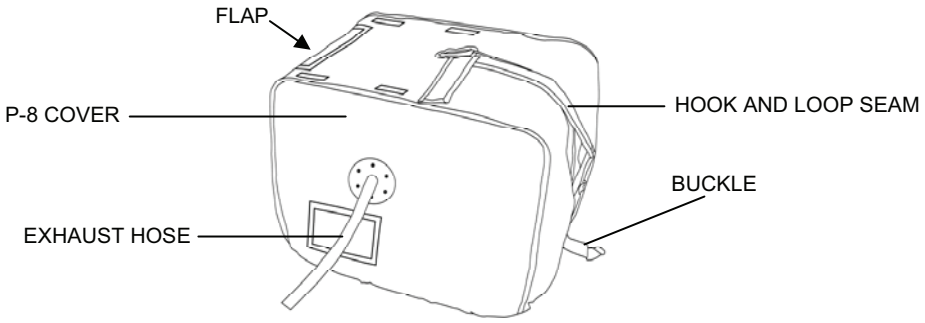

Figure 33. P-8 Pump Skid Insulating Cover Installation.
5. Install a pump skid insulating cover on Pump Skid P-8 as follows (Figure 33):